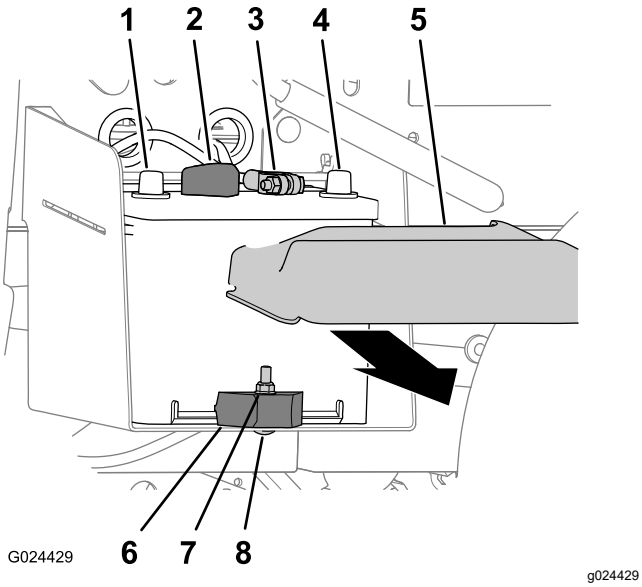

Figur 50
1. Klem siderne af batteridækslet sammen, og afmonter dækslet fra toppen af batteriet (Figur 50).
2. Kobl det negative batterikabel fra batteripolen (Figur 50).
3. Kobl det positive batterikabel fra batteripolen (Figur 50).
2. Afmonter låsemøtrikken, bræddebolten og batteriklemmen, der fastgør batteriet til batteribakken (Figur 50).
3. Tag batteriet ud af batteribakken (Figur 50).
1. Ret batterierne ind efter maskinens batteribakke (Figur 50).
Bemærk: Sørg for, at batteriets positive og negative poler er justeret som vist i Figur 50.
2. Fastgør batteriet til batteribakken med batteriklemmen, bræddebolten og låsemøtrikken (Figur 50).
1. Slut det positive batterikabel til batteriets pol (Figur 50).
2. Slut det negative batterikabel til batteriets pol (Figur 50).
3. Monter batteridækslet på toppen af batteriet (Figur 50).